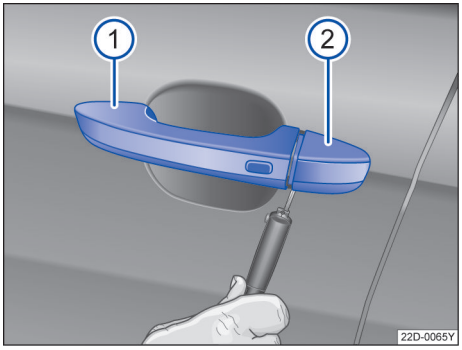

图 52 取下在驾驶员车门内车门锁的盖罩
– 拉起开门把手 ①。
– 将无线遥控钥匙的钥匙头从下面插入盖罩的开口内→ 图 52②。
– 转动钥匙以便松开盖罩并取下→ 图 52。